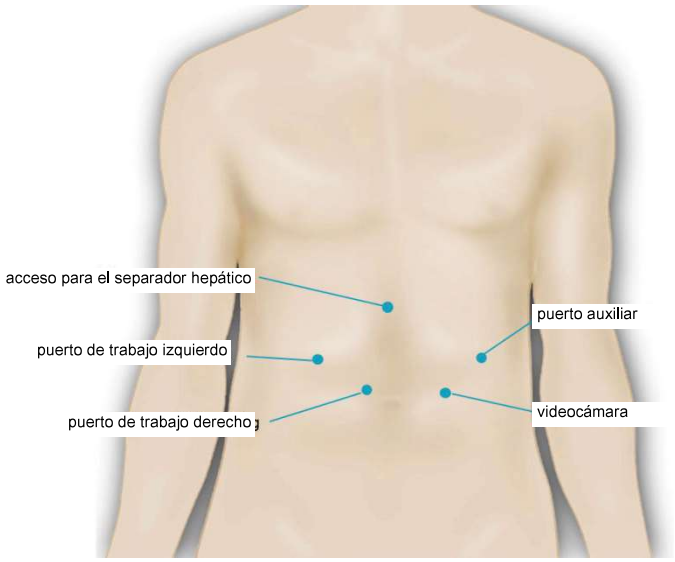

Figura 8 Posiciones de los puertos
2. Coloque 4 o 5 puertos para laparoscopia, como se muestra en la figura 8 (o bien use una posición de trabajo que sea adecuada). Este plan se elaboró pensando en que el cirujano trabajará en la posición lateral derecha. En caso de que el cirujano prefiriera el abordaje francés, los puertos deberían colocarse como para cualquier otra intervención laparoscópica en la parte inferior del esófago. A continuación, se incluyen las posiciones de los puertos sugeridas: